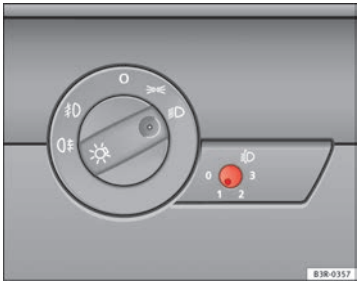

Abb. 86 Leuchtweitenregulierung
– Tippen Sie den Knopf ⇒ Abb. 86 an, um ihn aus seiner Einstellposition auszurasten.